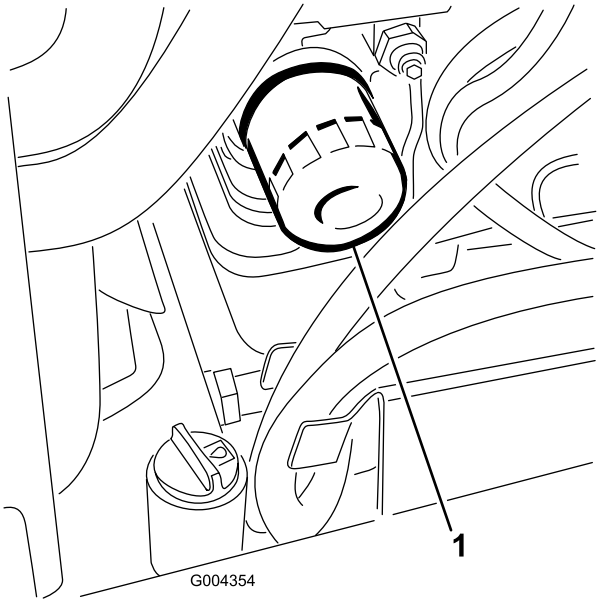

Figuur 36
3. Verwijder het oude filter (Figuur 36) en veeg het oppervlak van de pakking van het filtertussenstuk schoon.